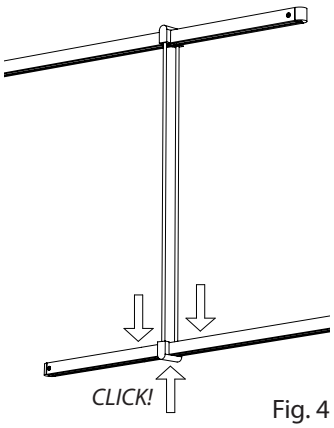

Fig. 4
4. Press down firmly on the top of the **Power Bar**, while pressing up on the bottom of the **Power Bar Hanger**, until the Power Bar clicks into place (Fig. 4).